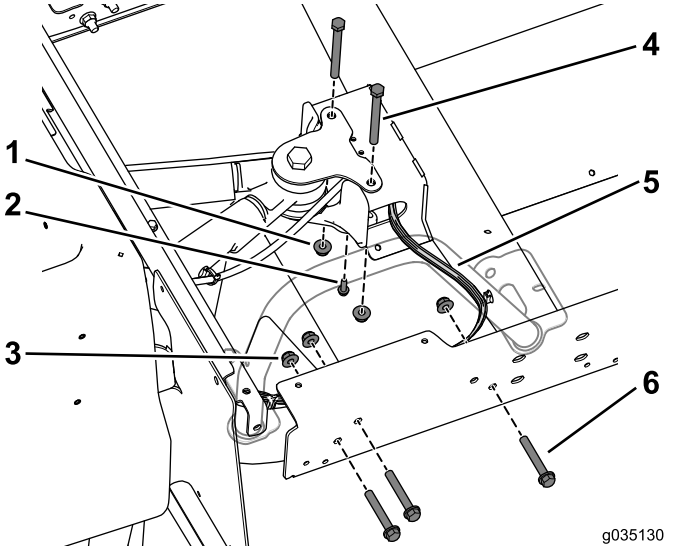

Figura 67
7. Rimuovete i bulloni e i dadi flangiati che fissano il supporto del braccio oscillante al canale centrale (Figura 67).